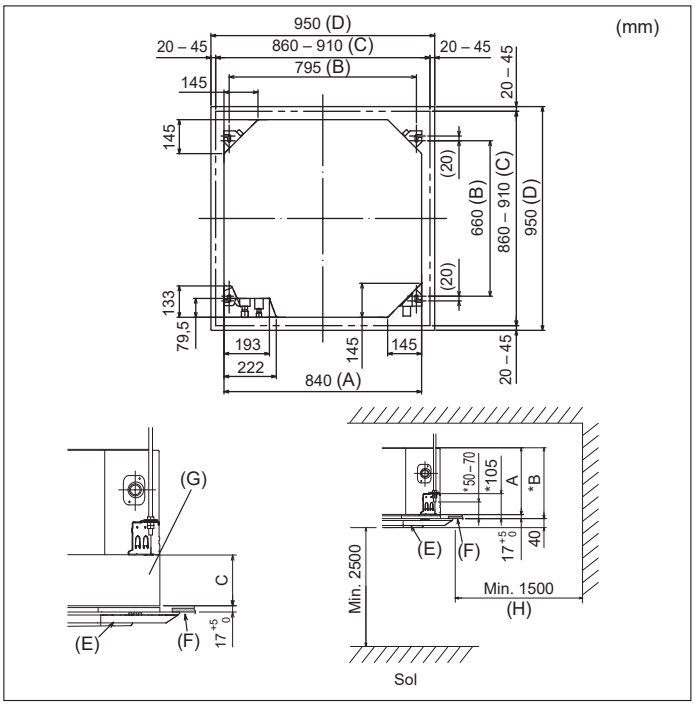

Fig. 3-2
3.2. Ouvertures dans le plafond et emplacement des boulons de suspension (Fig. 3-2)
* Les dimensions de l’ouverture dans le plafond peuvent être définies au sein de la plage indiquée dans la Fig. 3-2 ; centrer l’appareil principal par rapport à l’ouverture dans le plafond, en veillant à la symétrie de chaque côté par rapport à l’orifice.